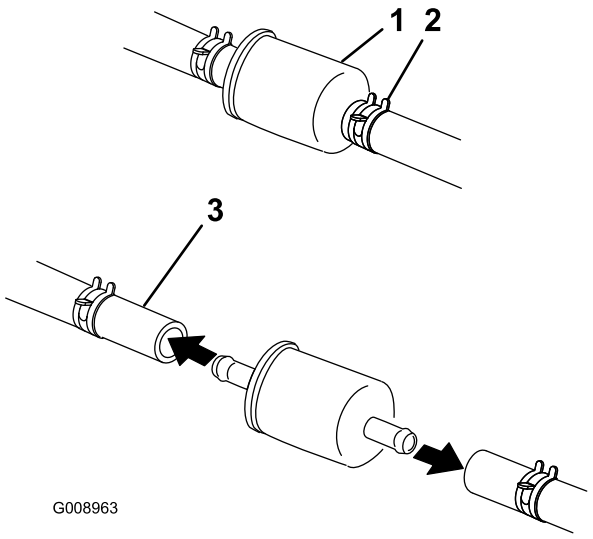

Figuur 41
4. Druk de uiteinden van de slangklemmen naar elkaar toe en schuif ze weg van het filter (Figuur 41).